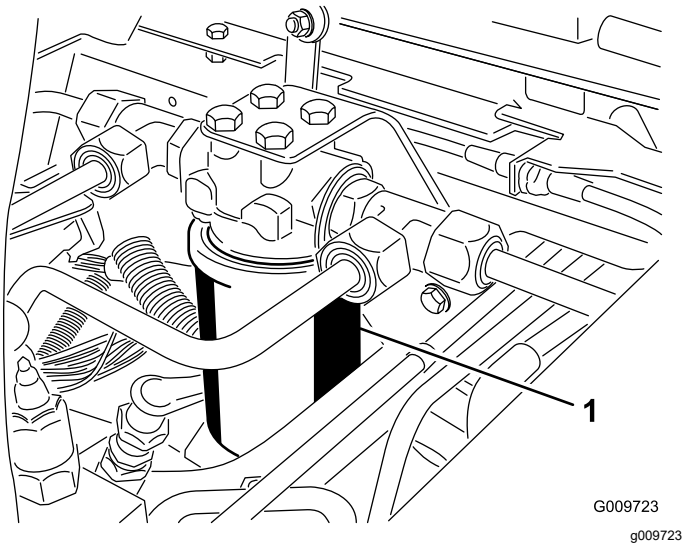
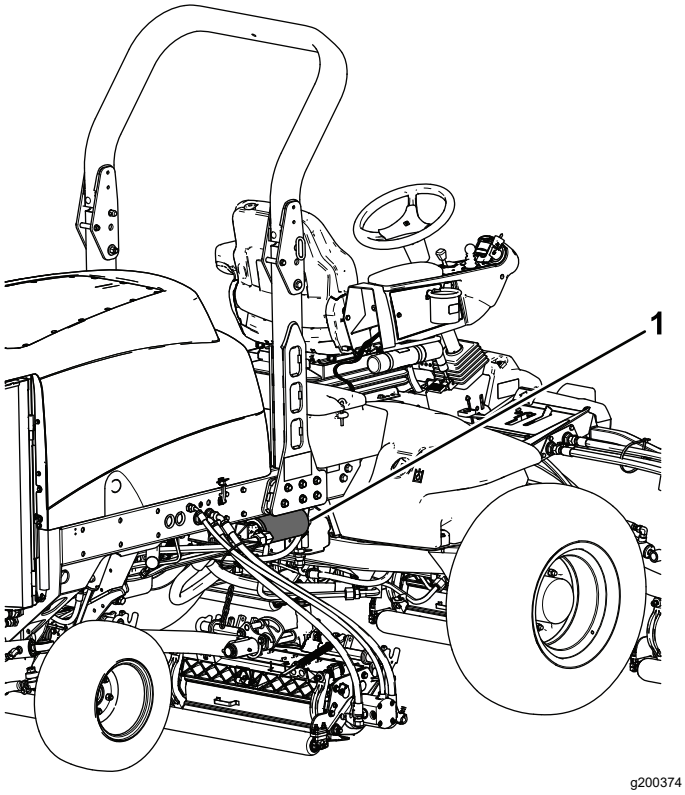

**Рисунок 118**
**Рисунок 119**
3. Подставьте под фильтр поддон, а затем снимите фильтр (Рисунок 118 и Рисунок 119).